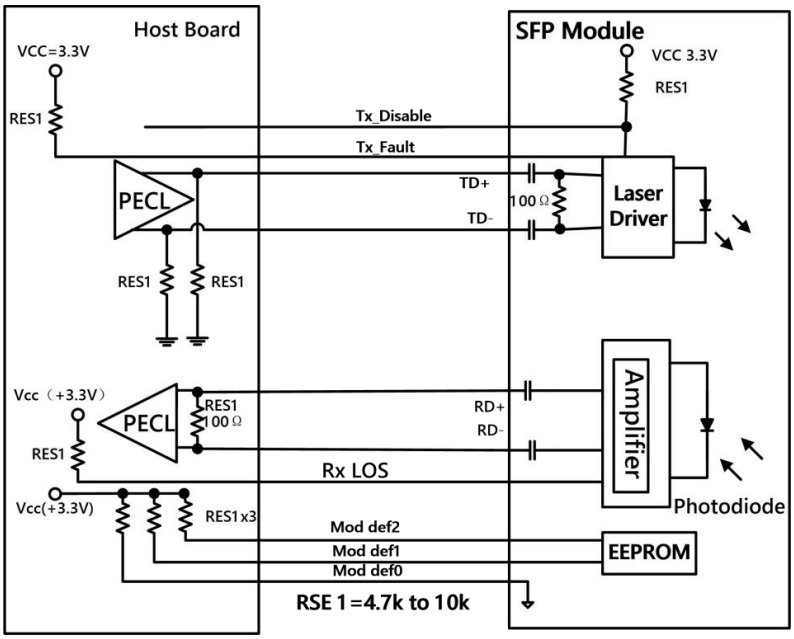

Figure 3 Typical Application Schematics
*Recommended "Typical Application Schematics"are shown in Figure 3.